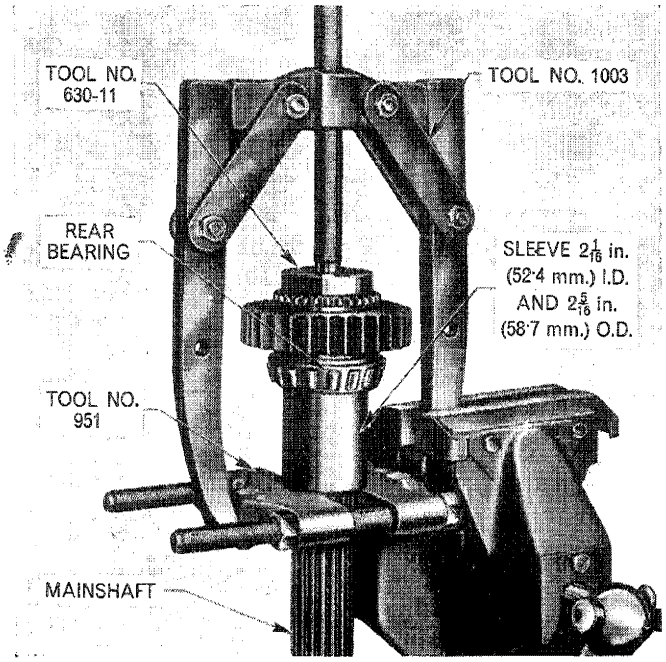

Figure 46
4. Install the mainshaft rear bearing using Tools Nos. 1003, 951, and 630-11 and hollow sleeve of suitable length; 2 1/16 in. (52·4 mm) I.D. and 2 5/16 in. (58·7 mm) O.D., Figure 46.